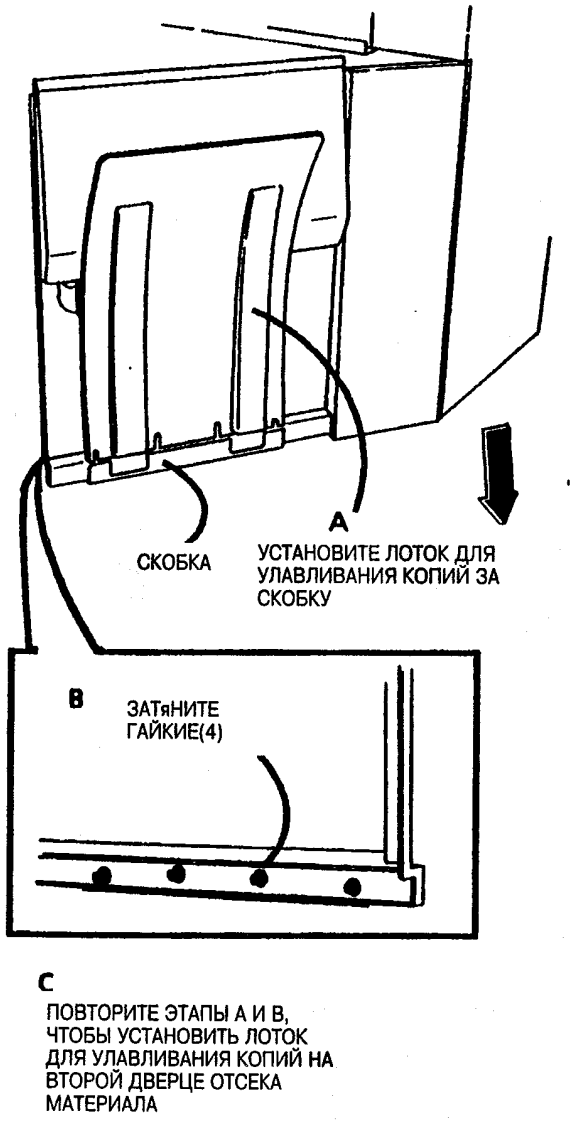

Рис. 30. Установите лотки для улавливания копий
38. (Рис. 30): Установите лоток улавливания копий.